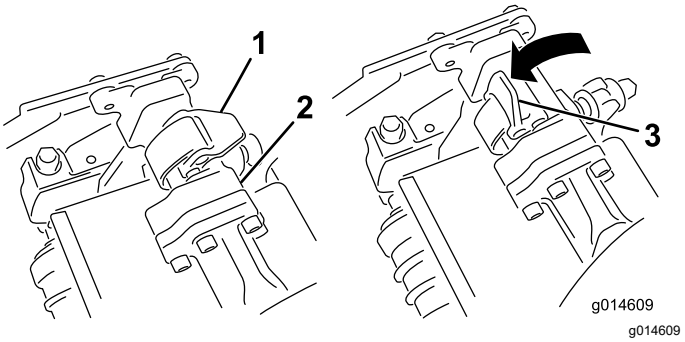
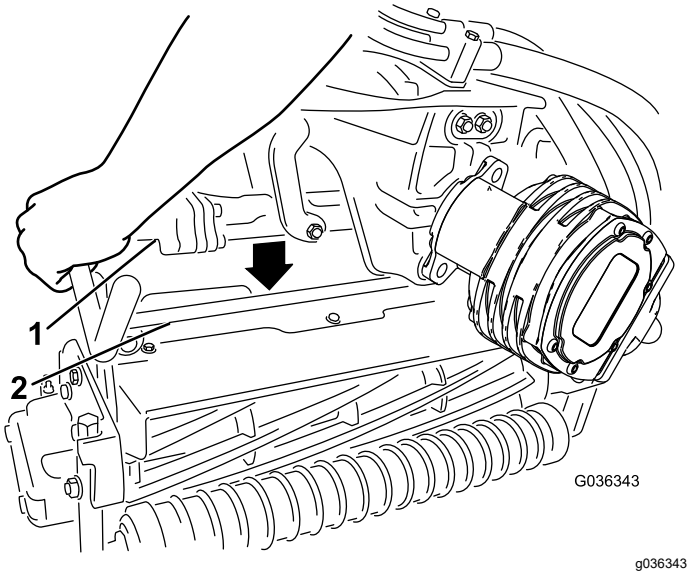

Figura 65
Figura 66
4. Abra os trincos da barra do braço de suspensão (Figura 65) e empurre o braço de suspensão para baixo de forma a que a barra fique sobre ambos os braços inclinados na unidade de corte e certifique-se de que os trincos passam por baixo da barra transversal da unidade de corte (Figura 66).
5. Feche os fechos para baixo e em redor da barra da unidade de corte e bloqueie-os no sítio (Figura 65).
6. Abra os fechos na barra do braço de suspensão da unidade de corte que está a remover (Figura 65).